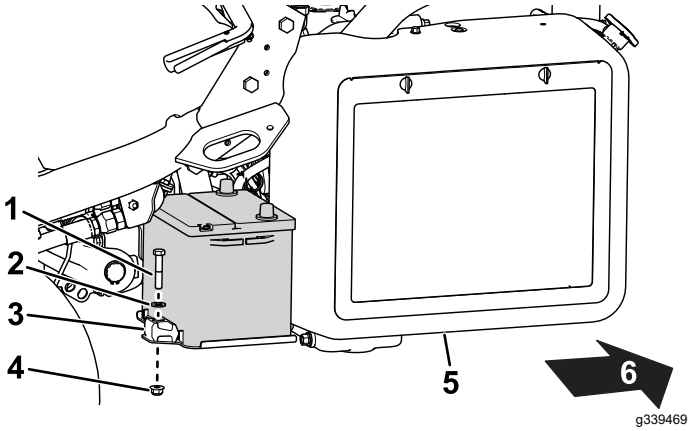

Figuur 36
2. Verwijder de bevestigingen waarmee de accu aan de bak is vastgemaakt (Figuur 36) en til de accu eruit.
5. Plaats de accu op de accubak en bevestig hem met de eerder verwijderde bevestigingen (Figuur 36).